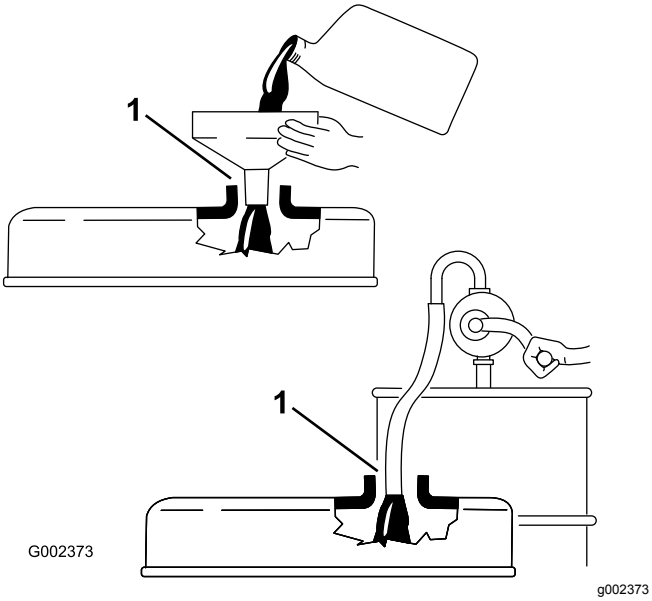

**Figur 27**
***Viktig:*** **Pass på at du tar ut peilestaven når du fyller olje på maskinen. Når du fyller på motorolje, *må det være* en klaring mellom oljepåfyllingsinnretningen og hullet i ventildekslet som vist på Figur 27. Denne klaringen er nødvendig for å sikre ventilasjon under påfyllingen, noe som forhindrer at det renner olje inn i ventilatoren.**